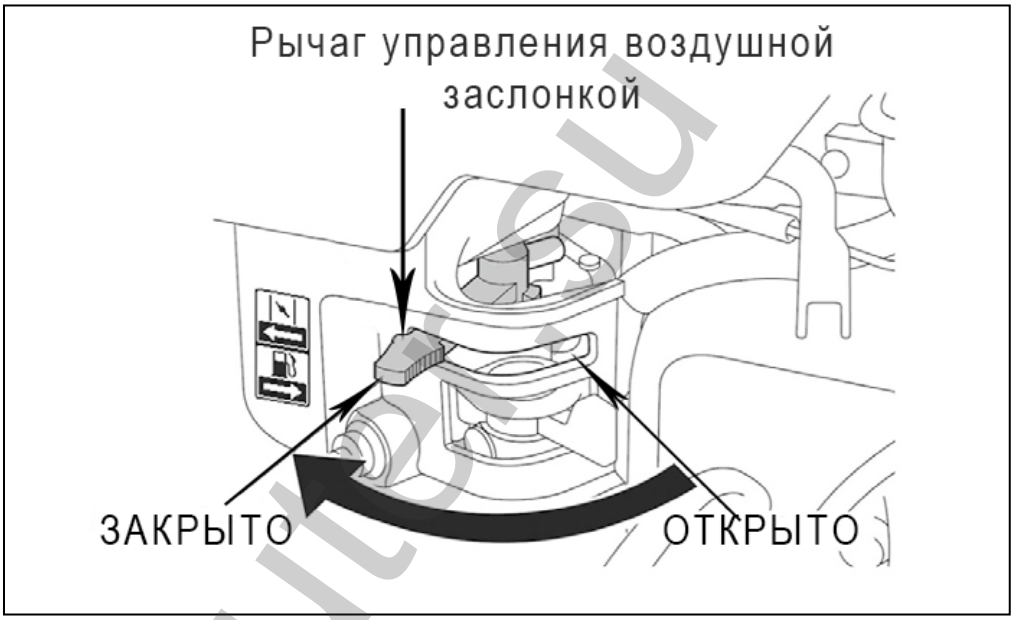

Рис. 10. Рычаг управления воздушной заслонкой.
2. Закройте воздушную заслонку карбюратора. Для этого переведите рычаг управления воздушной заслонкой в крайнее левое положение (Рис. 10).